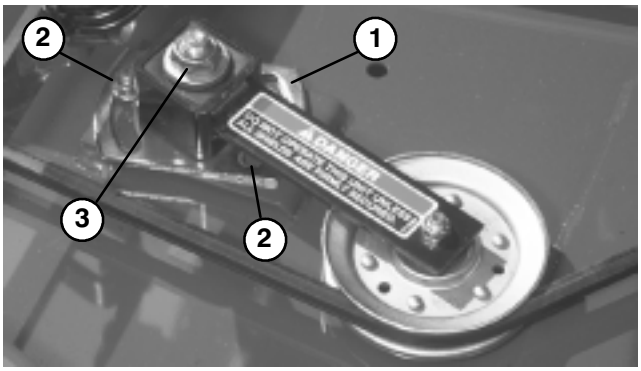

Figure 33
3. Loosen two nuts securing idler plate in place. Using a socket and torque wrench, tighten the idler adjusting nut to 25–30 ft–lb. (Fig. 33).